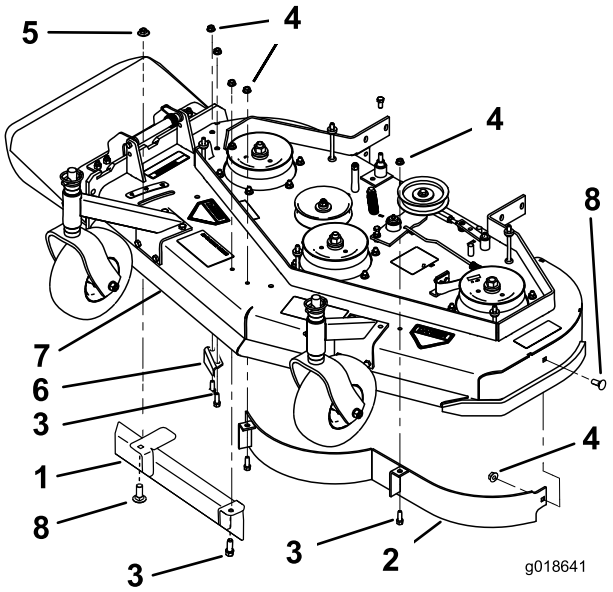
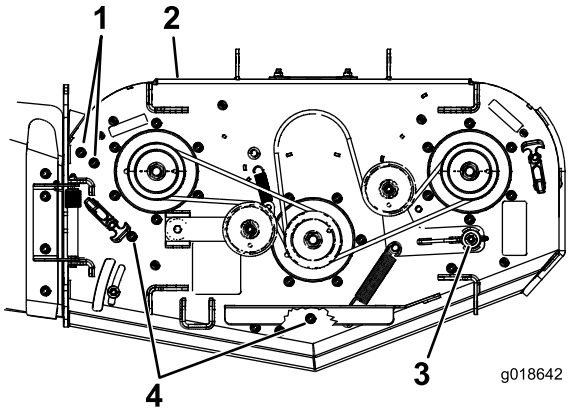

Figuur 3
Figuur 4
1. Verwijder de bouten en moeren waarmee het uitwerpschot links vooraan bevestigd is (Figuur 3 of Figuur 4).
2. Verwijder de bouten en moeren waarmee het uitwerpschot bevestigd is (Figuur 3 en Figuur 4). Monteer de moeren en bouten terug om de gaten te bedekken als het schot verwijderd is.
3. Verwijder de grote flensmoer en de bout of sluitnok en ring door deze uit de afstelbare afvoerplaat te schroeven (Figuur 3).
4. Verwijder de moer en bout waarmee de afstelbare afvoerplaat is bevestigd (Figuur 3).